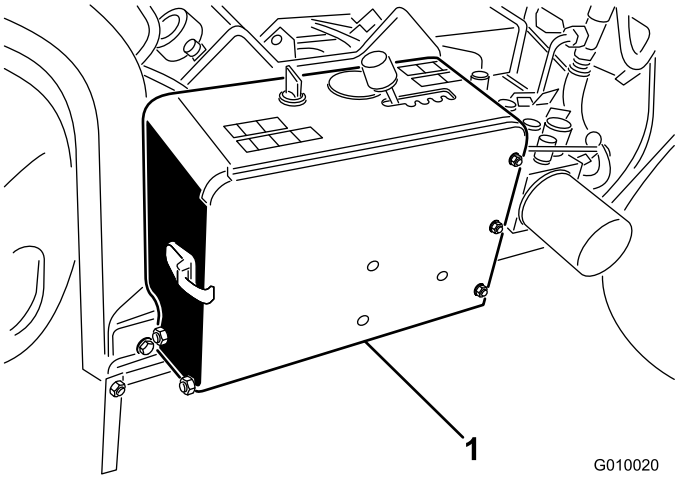

**Figuur 5**
2. Verwijder de accu uit de accubehuizing (Figuur 5).